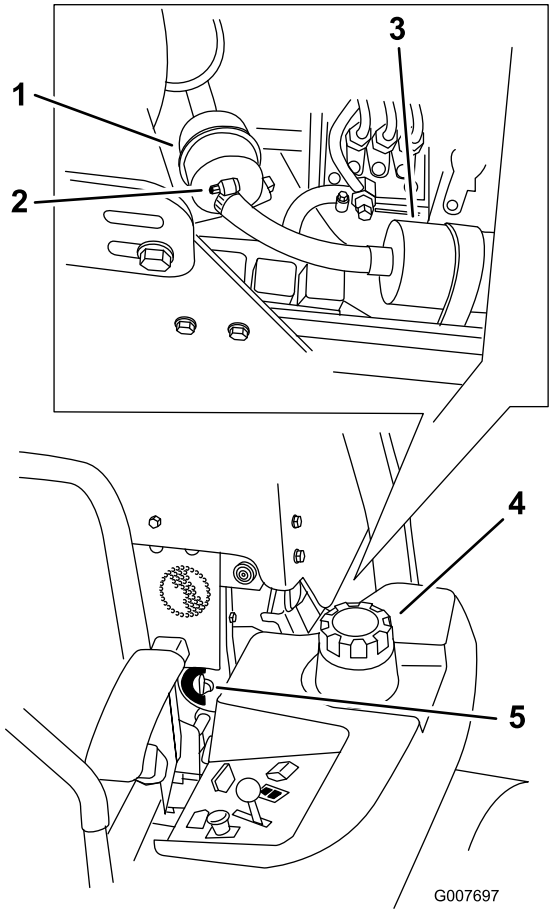

**Figur 49**
4. Luk brændstofafbryderventilen(Figur 49).
5. Løsn de to slangeklemmer, og kobl brændstofledningerne fra brændstoffilteret (Figur 49).
6. Sæt et nyt filter i. Kobl brændstofledningerne til brændstoffilteret, og monter de to slangeklemmer (Figur 49).